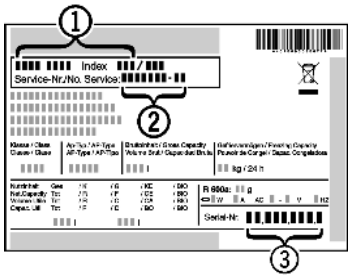

Fig. 7
▶ Read the appliance designation *Fig. 7 (1)*, service No. *Fig. 7 (2)* and serial No. *Fig. 7 (3)* off the type plate located inside the appliance on the left-hand side.
▶ Notify the customer service, specifying the fault, appliance designation *Fig. 7 (1)*, service No. *Fig. 7 (2)* and serial No. *Fig. 7 (3)*.